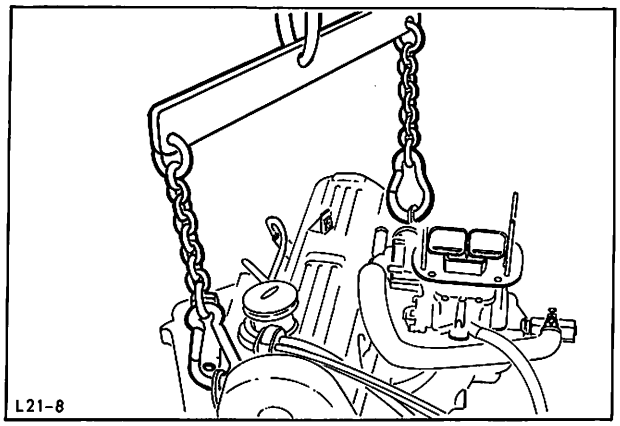

Abb. 13 Motor mit Spezialwerkzeug ausbauen, „B"-Motor
10. Getriebe abstützen und Motor mit Spezialwerkzeug 21-068 (G2-6000 u. G1-6000) aus dem Fahrzeug herausheben, Abb. 13.